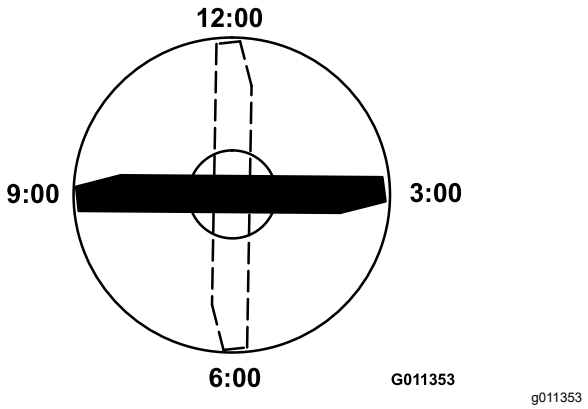

Figura 70
3. Orientate il tagliente dell'estremità marcata della lama sulla posizione a ore 12 (esattamente in avanti, nel senso di falciatura) e misurate l'altezza tra il banco e il tagliente della lama (Figura 70).
4. Ruotate l'estremità marcata della lama sulle ore 3 e sulle ore 9 e misurate le rispettive altezze (Figura 70).